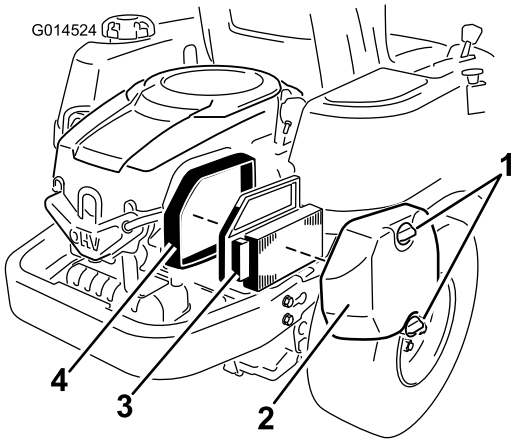

Figur 30
1. Afmonter luftfilterdækslet (Figur 30).
2. Afmonter luftfilterindsatsen med gummitætningen (Figur 30).
5. Monter luftfilterindsatsen med den foldede side udad, og sæt gummitætningen på luftfilterbundens kanter (Figur 30).
6. Genmonter luftfilterdækslet, og fastgør det med de to knapper (Figur 30).